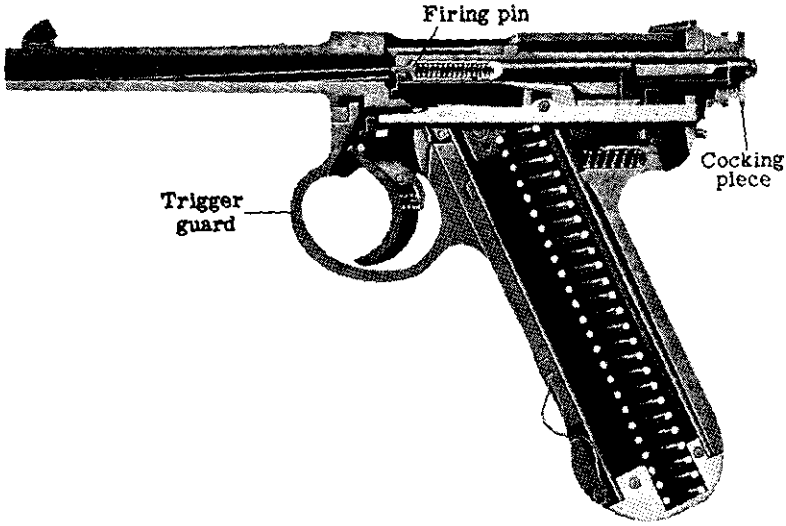

Figure 10.—Cross section of Model 14 (1925) 8-mm pistol.
(1) *General.*—The Model 14 (1925) 8-mm pistol is a semiautomatic, recoil-operated, magazine-fed hand weapon (fig. 10). There is no slide. The barrel is